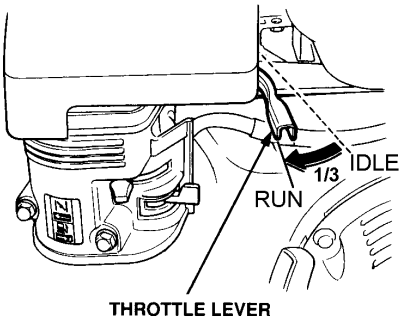

Figure 9. Throttle Lever (1/3 Start Position
2. Move the throttle lever (See Figure 9) away from the slow position, about 1/3 of the way toward the fast position.